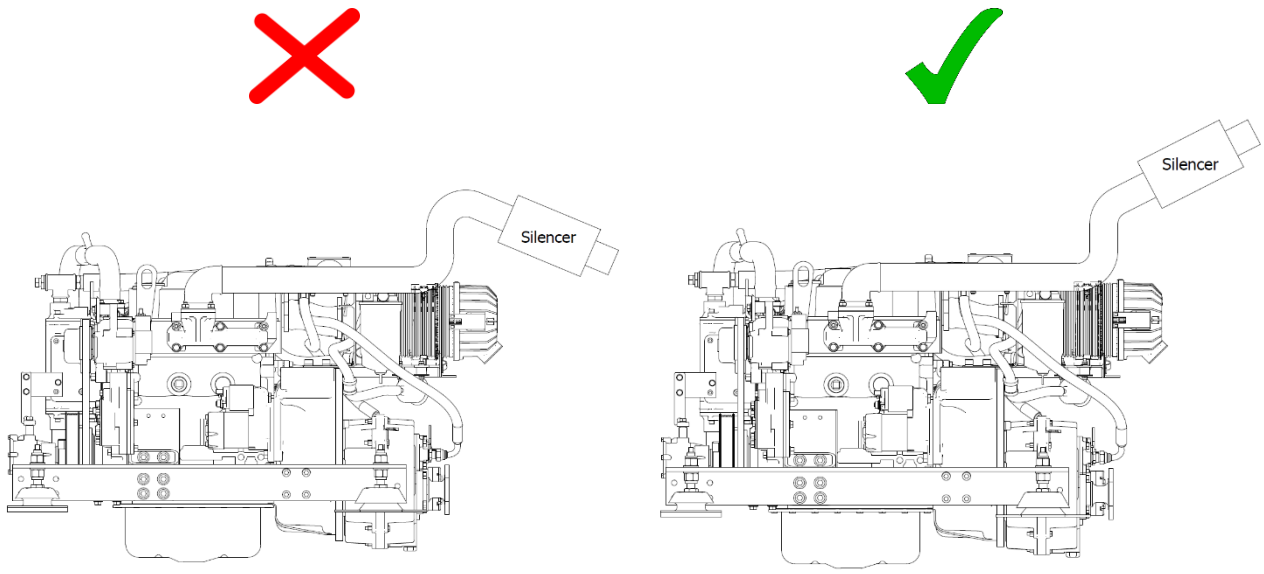

Figure 13: Correct Exhaust Installation
- Make sure the exhaust increases then decreases in height as shown in (***Figure 13***).